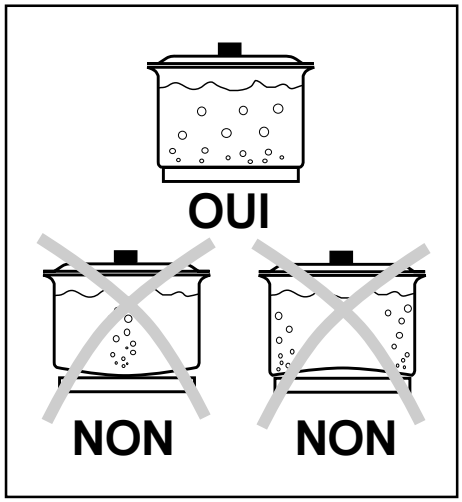

Fig. 2
- elles doivent avoir une base plane pour assurer un bon contact avec la plaque (Fig.2).